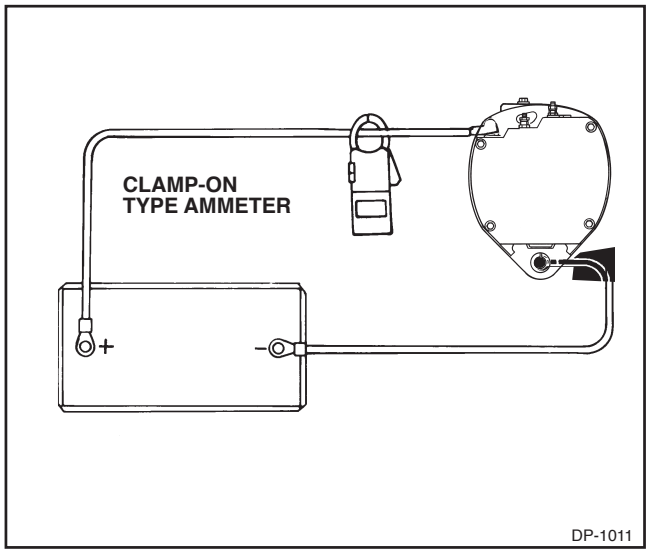

Figure 1-11. Clamp-On Type Ammeter
3. Figure 1-11 shows a clamp-on ammeter, the most common type of current measurement described in this manual . Be sure to zero out the meter before using and make sure the jaws are completely closed during use. Place the meter jaws around the cable, with the arrow points in the direction of current flow, to measure all the current.